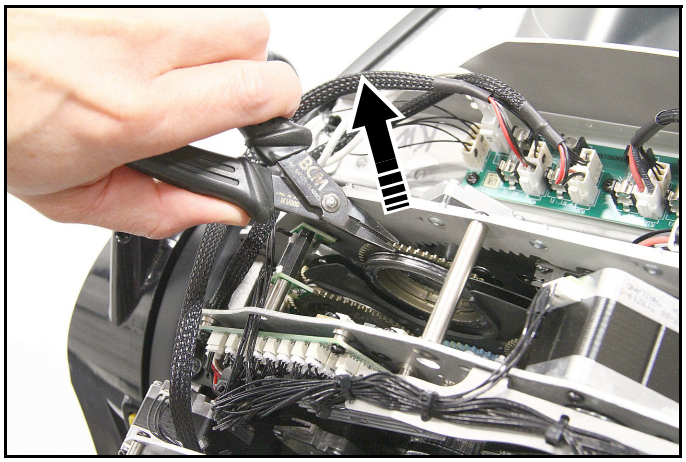

Bild 16: Entfernen eines Gobohalters aus Goborad 2
3. Siehe Bild 16. Kippen Sie den Gobohalter mit einer geraden Flachzange etwas vom Goborad weg und ziehen Sie den Gobohalter aus der Haltefeder des Goborads.